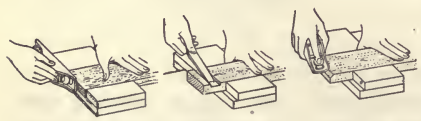
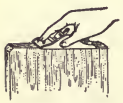

Fig. 24.
Fig. 37.
the end to be planed is held flush with the edge of the bench-hook. The left hand holds the work. The right hand holds the bottom of the plane against the bench-hook and work, in which position it is pushed back and forth until the end is square. See Fig. 24. When chiseling or beveling, the stock is held on the bench-hook as in sawing. See Fig. 24.
34. Block-Planing.—Block-planing is usually done on pieces which cannot be taken to a vise. The plane is small and can be used with one hand, leaving the other hand free to hold or steady the material. The block-plane is principally for use on end grain where the adjustable throat and low angle of the blade make it possible to cut very fine shavings. In planing end grain, splintering the edge of the work may be avoided, either by planing towards the middle of the piece from both edges, by chamfering off the corner of the back edge (as shown in Fig. 37), or by using a bench hook or block to support the back edge. See Fig. 24.